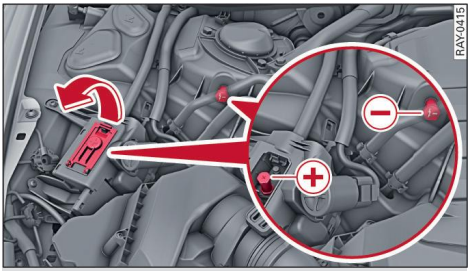

Fig. 148 Engine compartment: Terminals for jump leads or battery charger
- Open the cap on the positive terminal ⇨ *Fig. 148*.
- Carefully and correctly connect the charger cables (according to the manufacturer's instructions for the battery charger) to the positive terminal ⊕ and then to the earth point ⊖ ⇨ *Fig. 148*. Important: Before you charge the battery, make sure you read any instructions for using the battery charger that are provided by the manufacturer.